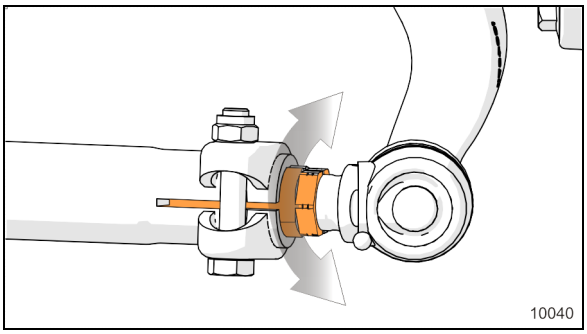

FIGURE 7:BAGUE D'AJUSTEMENT FIN SUR LA BIELLE DE LIAISON
b. Faire tourner la bague d'ajustement (Figure 7) pour obtenir la mesure de pincement spécifiée.